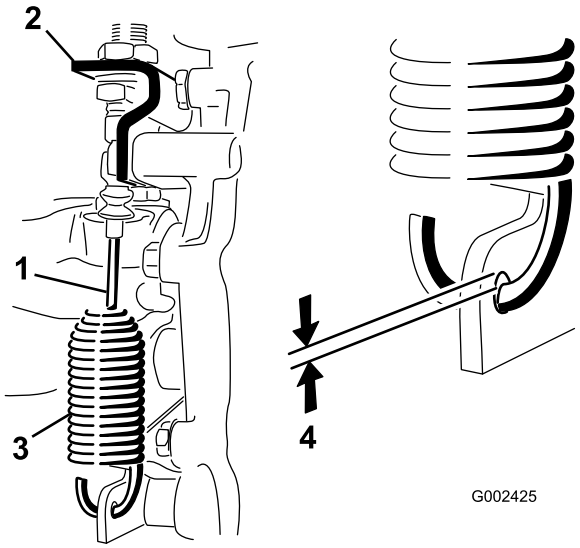

Figur 53
2. Løsn de kontramøtrikker, der fastgør differentialelåsens kabel til beslaget på gearkassen (Figur 53).